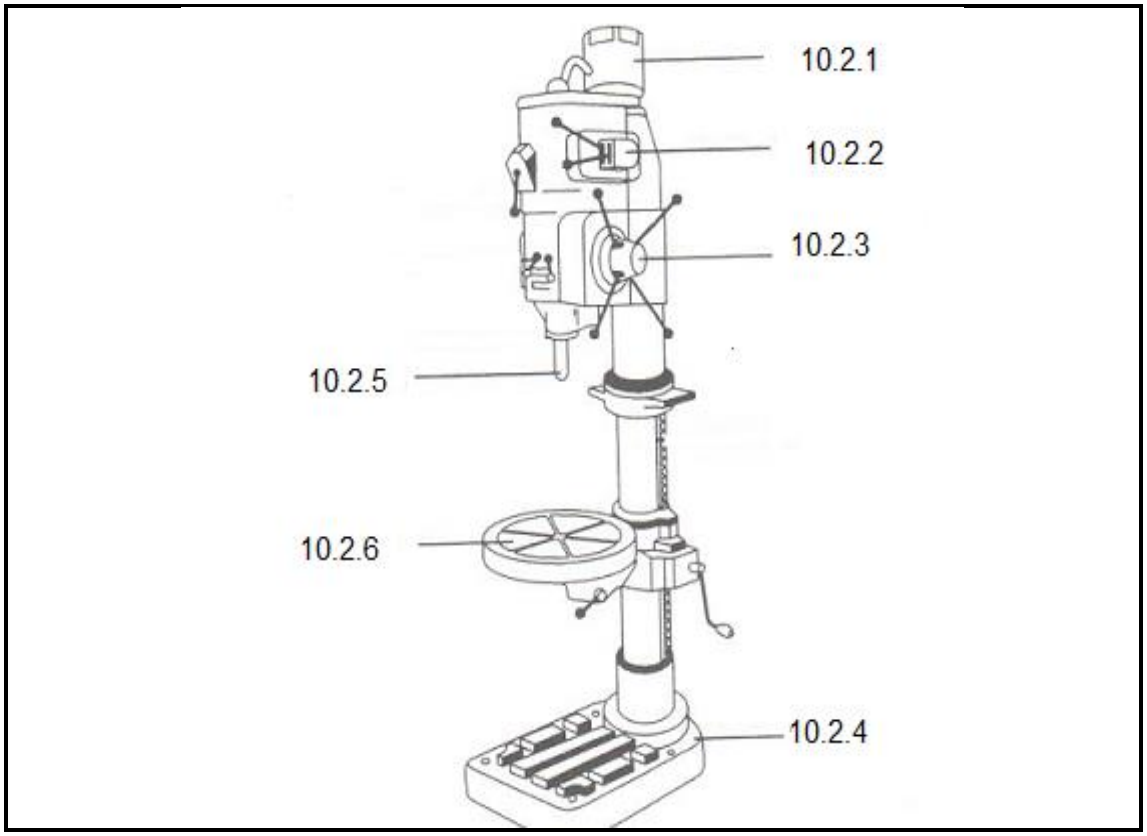

FIGURE 2 (6)
10.2 FIGURE 2 shows a pillar-type drilling machine. Name the component parts indicated by writing only the answer next to the question number (10.2.1-10.2.6) in the ANSWER BOOK.